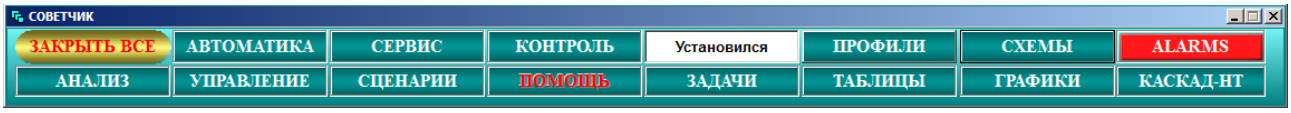

Рис. 3.1 Основная (главная) панель управления режимной моделью ЭЭС.
- панелями автоматизированного рабочего места (АРМ) (см. рис.3.1),
Активизация системы моделирования и отображения режимной информации выполняется запуском командного файла SOVET.bat в каталоге CASCADE. На экране появится главная управляющая панель (см. рис. 3.1).